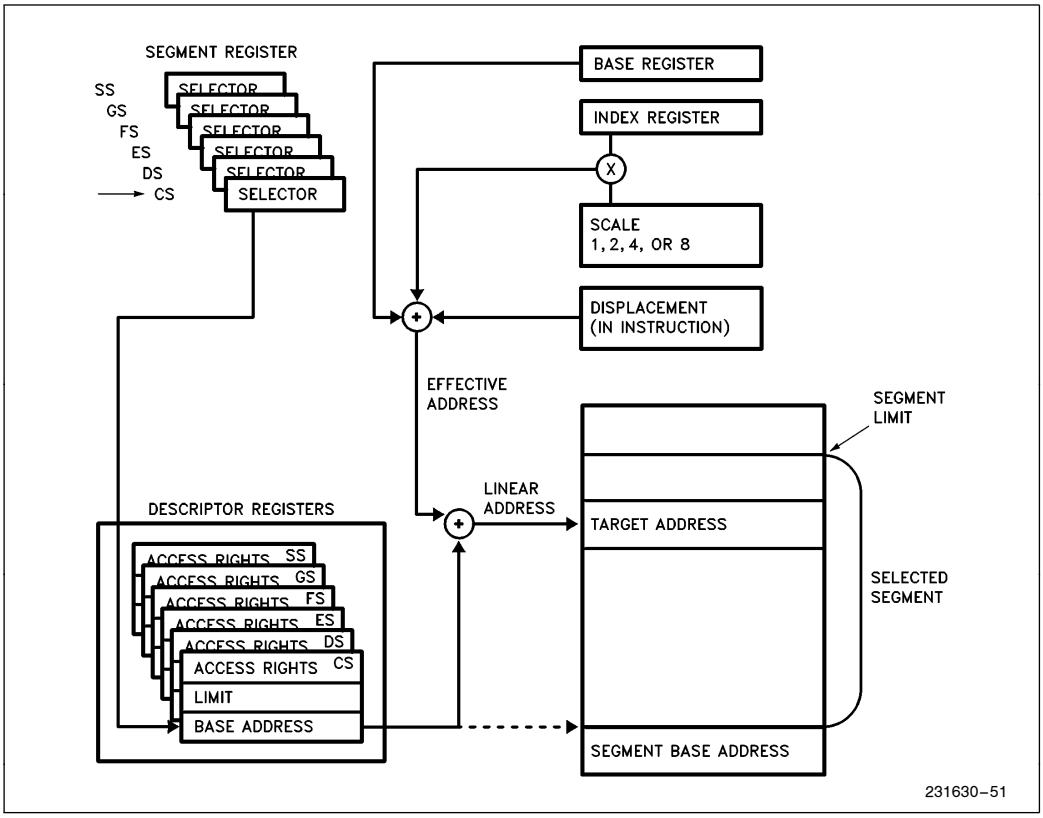

**Figure 2-9. Addressing Mode Calculations**
As shown in Figure 2-9, the effective address (EA) of an operand is calculated according to the following formula.